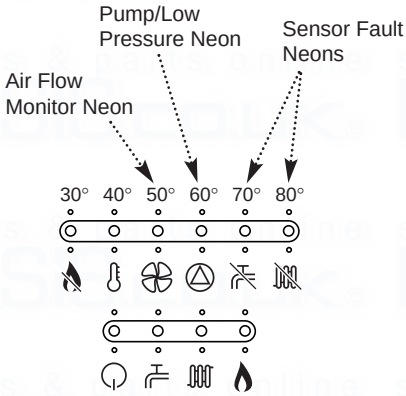

Fig. 12
1. The neon ( ) will illuminate if the circulating pump is faulty or the system pressure drops below the minimum requirement (Fig. 12).
1. When the ( ) or ( ) neon is illuminated a fault on the hot water or central heating temperature sensor is indicated (Fig. 12). Contact your Installer or Service Engineer.